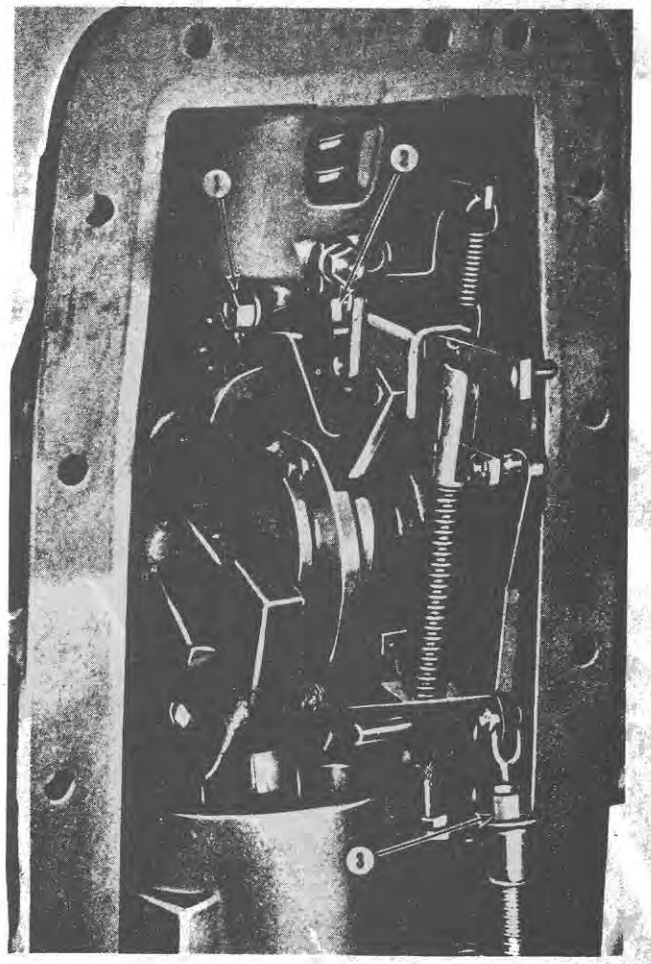

Figure 11
2. Loosen the draft control adjustment screw retaining nut (1), Figure 11, and position the offset of the screw in its highest position (with respect to normal operating position of the lift cover), then tighten the nut.
3. Adjust the control valve spool turnbuckle, Figure 11, until the control valve spool is recessed inside the control valve bushing 0.030 ± 0.005 inch (.762 ± .127 mm). Use the hydraulic lift control valve setting gauge, SW 508A or SW3B, to check this dimension.
3. Adjust the position of the draft control adjustment screw, Figure 11, until the control valve spool is recessed inside the control valve bushing 0.030± 0.005 inch (.762±.127 mm). Use the hydraulic lift control valve setting gauge, SW 508-A or SW 3B, to check this dimension.